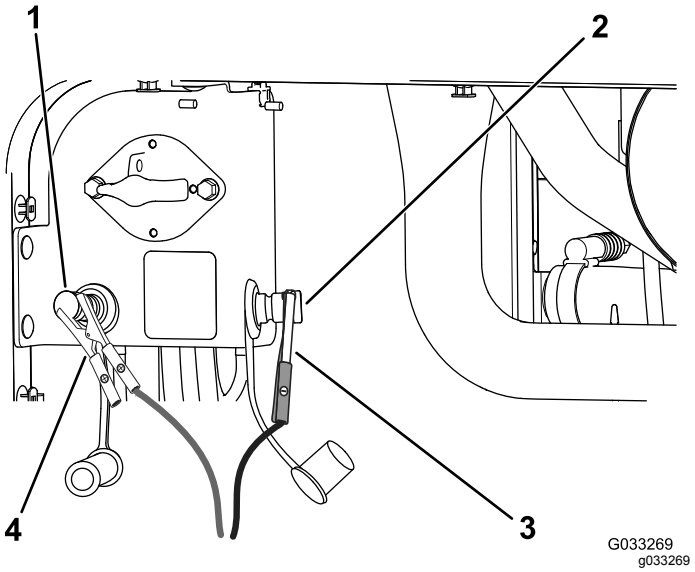

Figur 116
4. Koble den positive (+) startkabelen til den positive startpolen (Figur 116).
5. Koble den negative (-) startkabelen til den negative startpolen (Figur 116).
7. Når motoren starter, få den andre personen til å koble den negative (-) startkabelen fra den negative startpolen og deretter den positive (+) startkabelen (Figur 116).